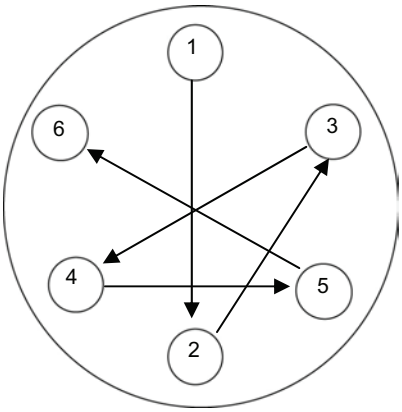

Figure 12. Third Stage Valve Head Cap Screw Torque Sequence.
f. Insert and torque the cap screws to 206 in.-lbs using the sequence shown in Figure 12.